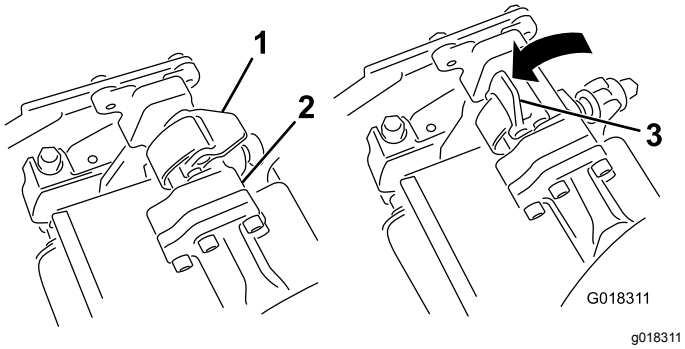
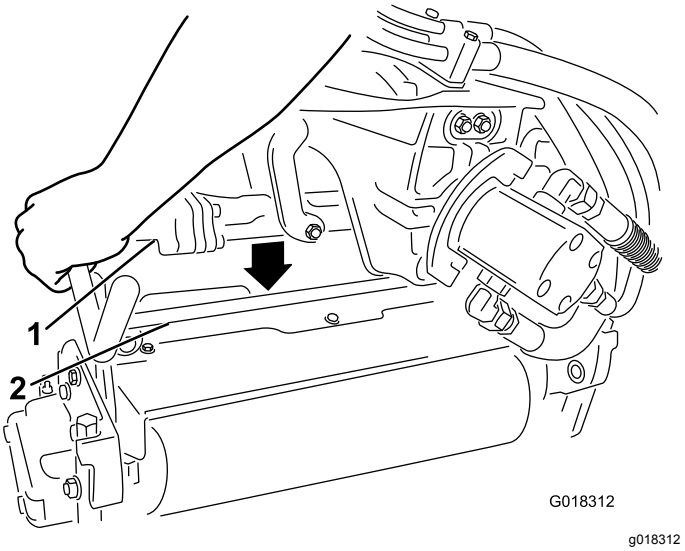

Rysunek 1
Rysunek 2
3. Gdy zapadki na pręcie podwieszonego ramienia skierowane są ku górze (Rysunek 1), popchnij podwieszone ramię w dół, tak aby pręt dopasował się do pręta biegnącego wzdłuż górnej części zespołu walców potrójnych (Rysunek 2).
4. Domknij zapadki w dół i wokół pręta zespołu walców potrójnych, po czym zablokuj je na swoim miejscu (Rysunek 1).